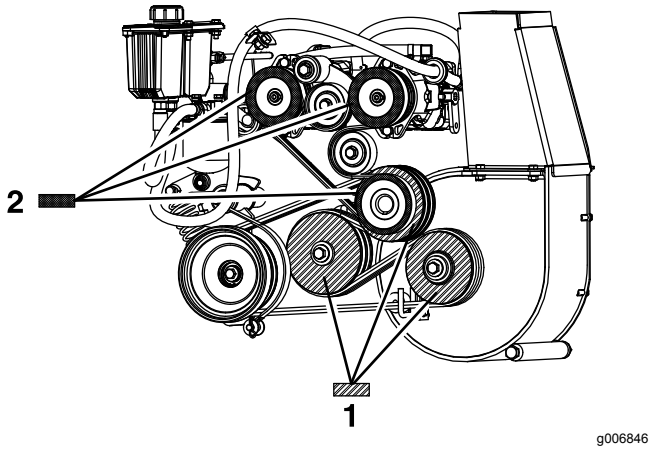

**Figure 59**
8. En vous servant de la poulie de ventilateur comme base de mesure, déplacez le moteur et l'arbre intermédiaire jusqu'à ce que la surface arrière des 3 poulies soit alignée à 0,8 à 1,6 mm (1/32 à 1/16 po) près (Figure 59).
4. Utilisez une règle pour aligner chaque poulie de pompe sur la poulie du moteur, en la faisant glisser sur l'arbre d'entraînement de la pompe (Figure 59).